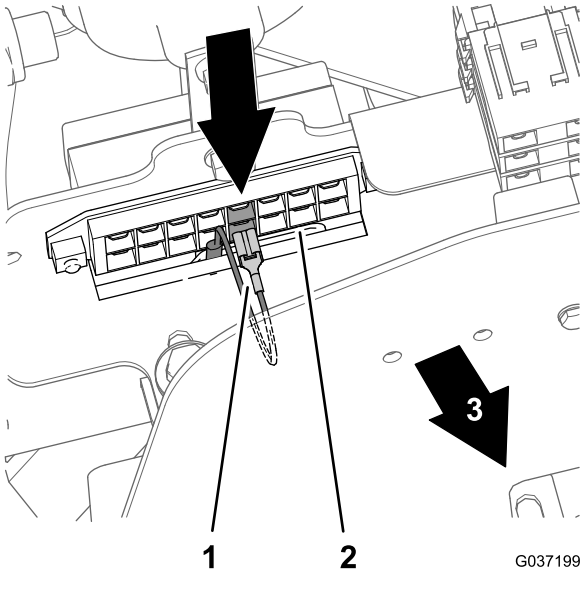

Figura 34
- Modello 30651 - posizione del 5° fusibile da sinistra (Figura 34)